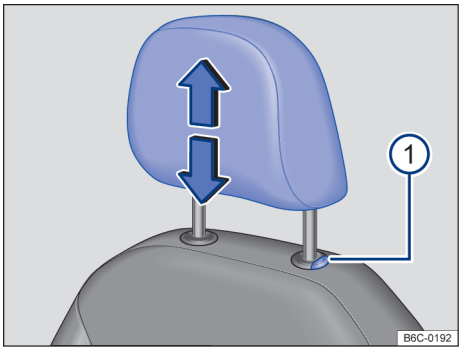

Fig. 67 Apoio para cabeça dianteiro: desinstalar.
– Retirar o apoio para cabeça com o botão → Fig. 67 ① pressionado. ▶
– Empurrar o apoio para cabeça totalmente para baixo com o botão → Fig. 67 (1) pressionado.